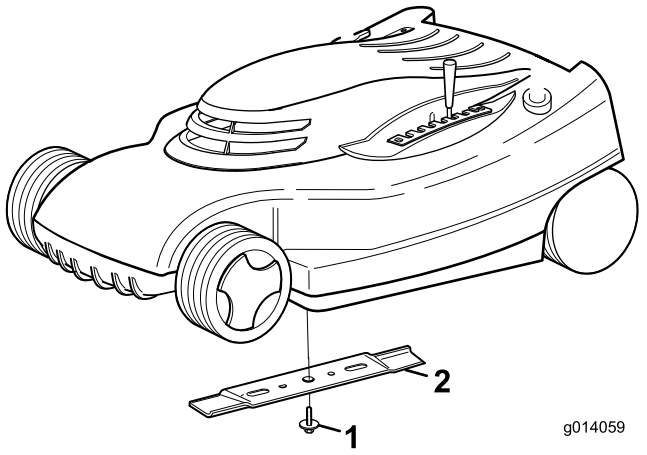

Figur 19
1. Fatta tag i knivens ände (Figur 19) med en trasa eller en tjockt vadderad handske.